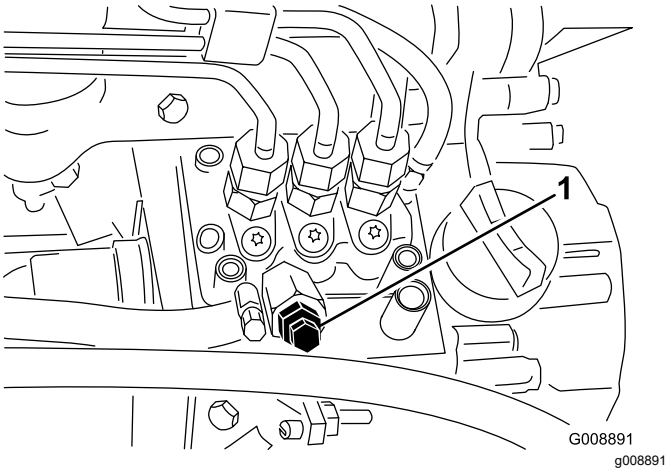

Figur 39
4. Åpne lufteskruen på pumpen for drivstoffinnsprøyting (Figur 39).